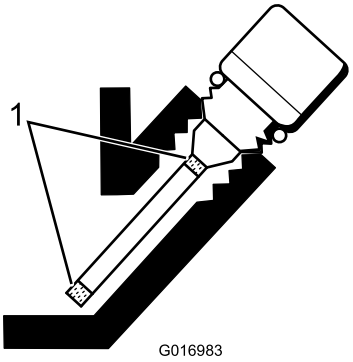

Figuur 24
5. Als het peil te laag staat, vult u voldoende olie bij totdat het peil tussen de markeringen op de meter staat (Figuur 24). **Niet te vol vullen.**